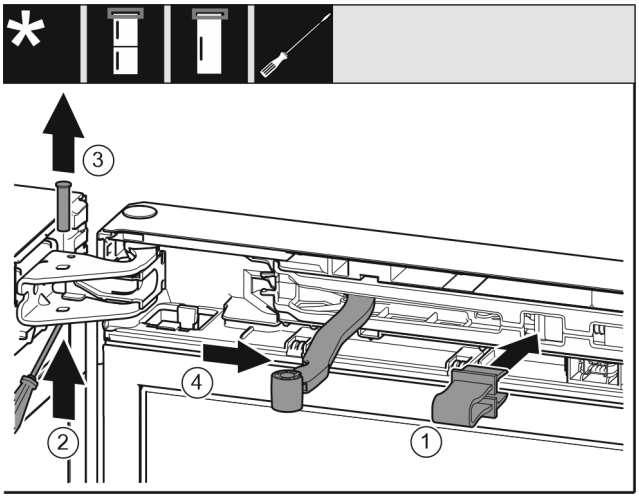

Fig. 8
▶ Sicherung in Öffnung einrasten. *Fig. 8 (1)*
▶ Bolzen mit Schraubendreher herausschieben. *Fig. 8 (2)*
▶ Bolzen nach oben herausnehmen. *Fig. 8 (3)*
▶ Gelenk in Richtung Tür drehen. *Fig. 8 (4)*